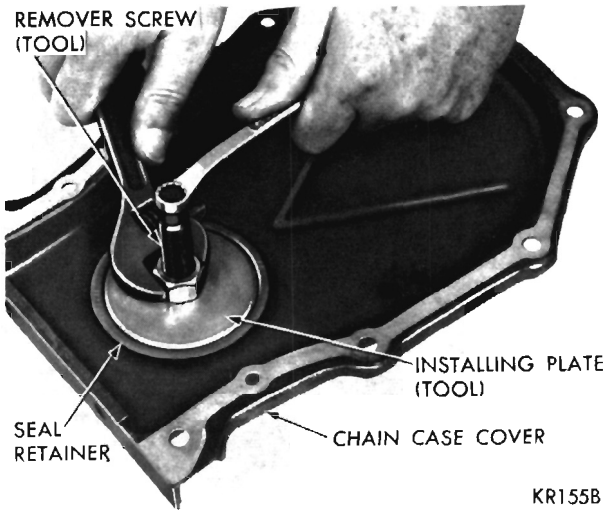

Fig. 23—Installing New Seal
(8) Install flat washer and nut on remover screw, hold screw and tighten nut (Fig. 23).